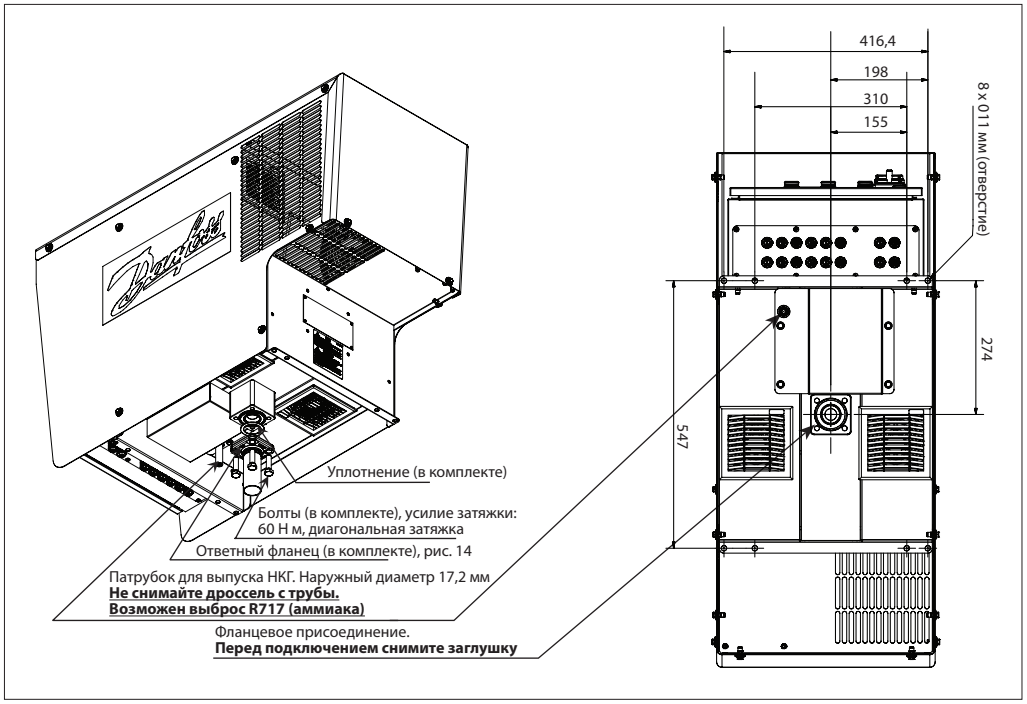

Рис. 13. Подключение к аммиачной системе
1. Приготовьте трубную обвязку для присоединения аммиачной системы и ответный фланец в соответствии с рис. 13 и 14. Внутренний диаметр сливного трубопровода должен быть не меньше Ø37 мм